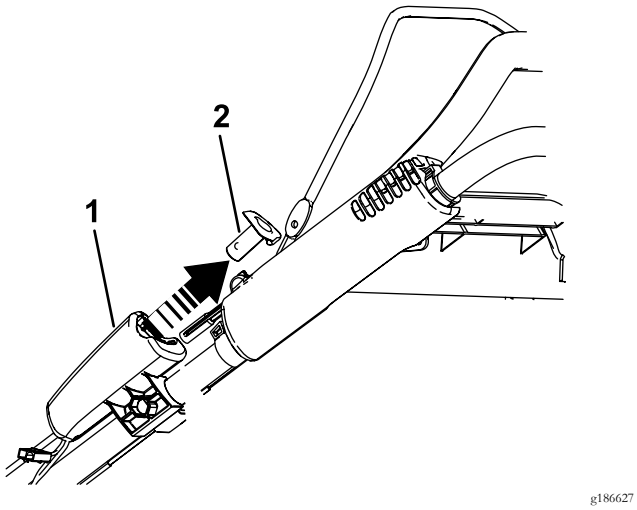

Figure 35
1. Retirez le bouton de démarrage électrique, comme illustré à la Figure 35 (modèle à démarreur électrique uniquement).